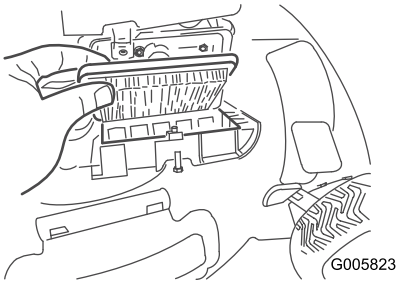

Figur 23
2. Byt ut luftfiltret (Figur 23).